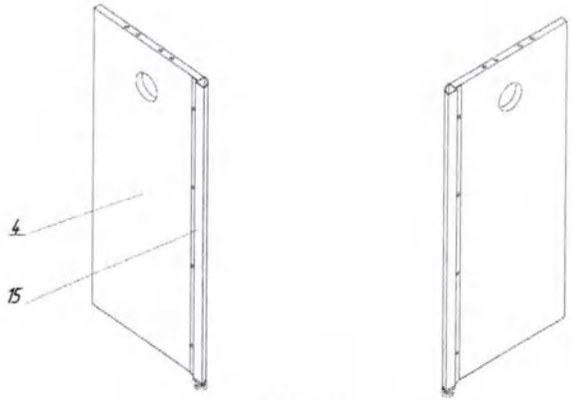

Рис. 2
4.3. Закрепить профиль (15) на средних опорах стола аналогичным образом. Полочка профилей на панели опор должна располагаться, как показано на рис. 2.